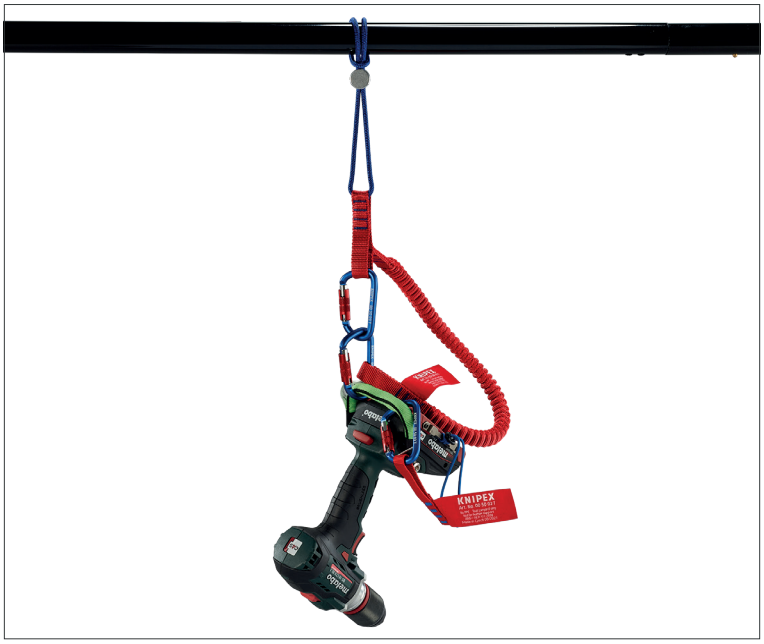

Figur 10: Snor forankret til en struktur
- Ikke bruk løkken for forkortet tilkobling til festeverktøy (figur 10).